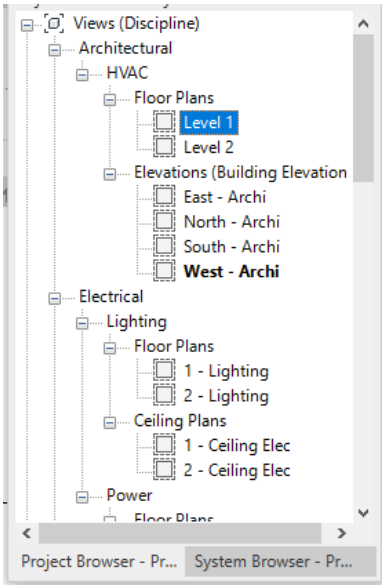

Figure 3-57 *The* ***Properties*** *palette displaying other views under the* ***Elevations*** *sub-head*
e. Modify Top Constraint- **Up to Level: Level 2** and Location Line - **Wall Centerline** as wall properties using the **Properties** palette, refer to Figure 3-57.
7. Repeat the procedure followed in steps 3 through 6 to duplicate another level as **Level 2** from **Mechanical** head into **Architectural** head, as shown in Figure 3-57.
12. Repeat the procedure followed in steps 8 through 10 to add other views under the **Elevations** sub-head, refer to Figure 3-57.